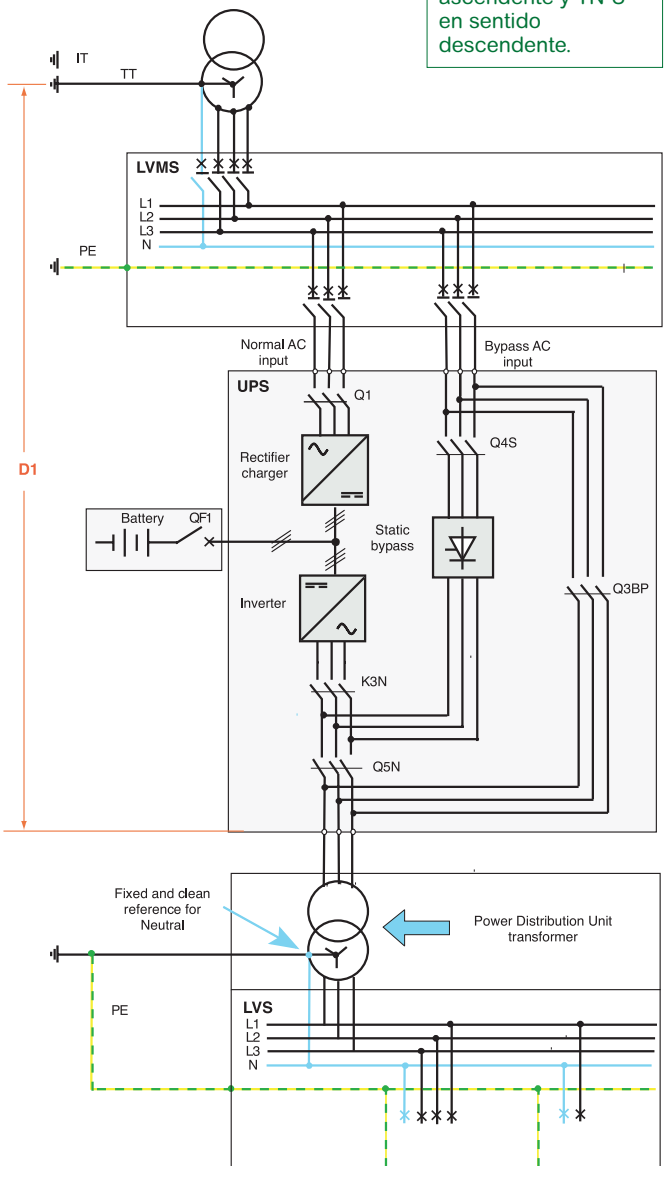

Fig. 4.17.
- En el caso de los SAI con transformador de salida, suele añadirse un transformador a la entrada del bypass (consulte la fig. 4.17).
- Los SAI sin transformador de Schneider Electric pueden funcionar en 3 fases sin un neutro. Esto permite utilizar un sistema de distribución trifásico de 3 hilos hasta la PDU o equivalente y volver a crear el sistema TN-S lo más cerca posible de la aplicación (consulte el lado derecho de la fig. 4.17). Este esquema garantiza un potencial de referencia "limpio" para el PE.